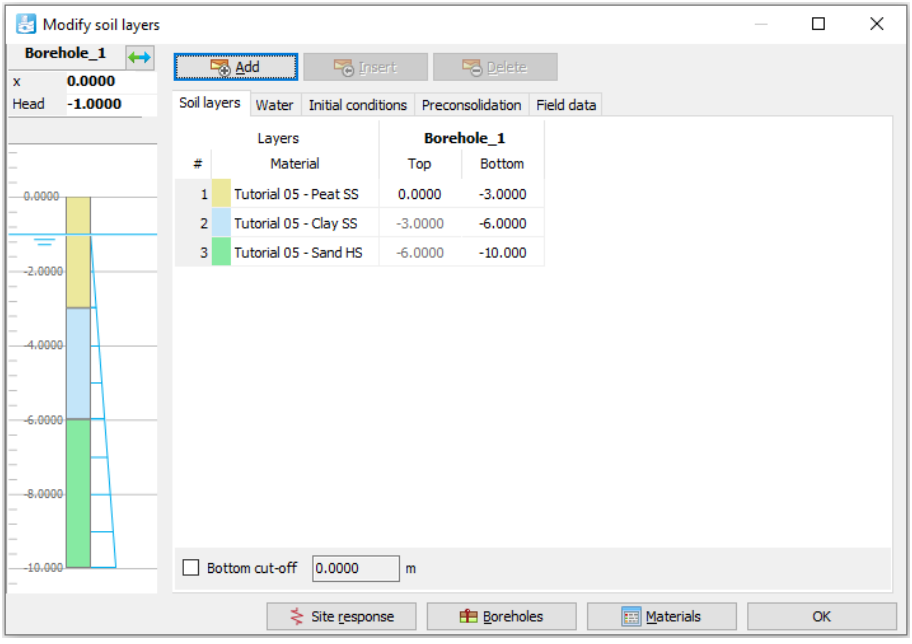

Figure 57: Soil layer distribution
2. Create soil material data sets according to Table 12 (on page 76) and assign them to the corresponding layers in the borehole (see Figure 57 (on page 75)).